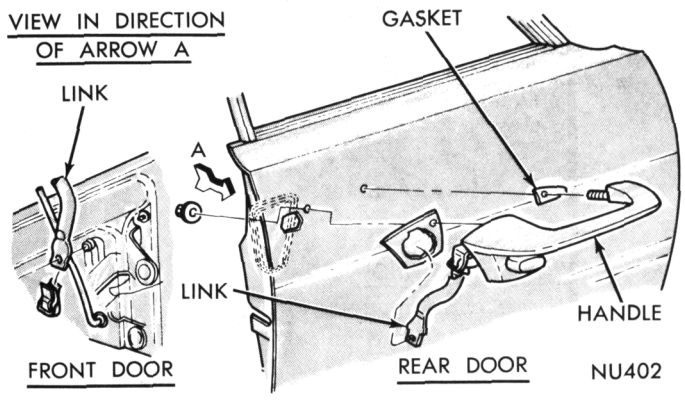

Fig. 21—Outside Door Handle
(1) With door open and glass in up position, remove link retainer at handle connector (Fig. 21).
(2) Depress outside handle release button and remove link from handle connector.
(3) Remove handle to door nuts.